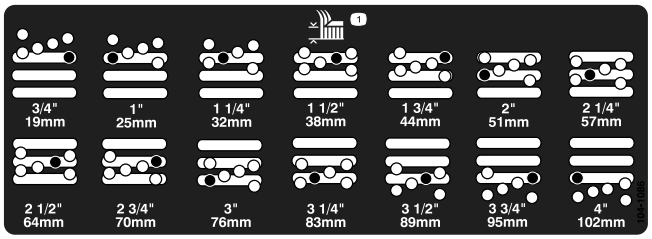

Figura 17
5. Spostate l'alloggiamento all'altezza di taglio opportuna e montate il distanziale nel foro e nella scanalatura dell'altezza di taglio prescelta (Figura 17).